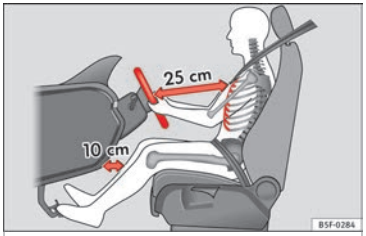

Fig. 77 The proper distance between driver and steering wheel.
– Adjust the steering wheel so that there is a distance of at least 25 cm between the steering wheel and the centre of your chest ››› Fig. 77.
- **Adjust the driver's seat so that there is at least 25 cm distance between the centre of the chest and the centre of the steering wheel ››› Fig. 77. If distance is less than 25 cm, the airbag system may not protect you properly.**